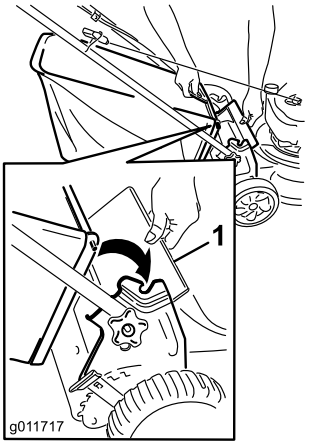

Figur 19
1. Løft opp gressavlederen (Figur 19).
2. Sett gressposehåndtaket inn på hakkene på håndtaksbrakettene (Figur 19).